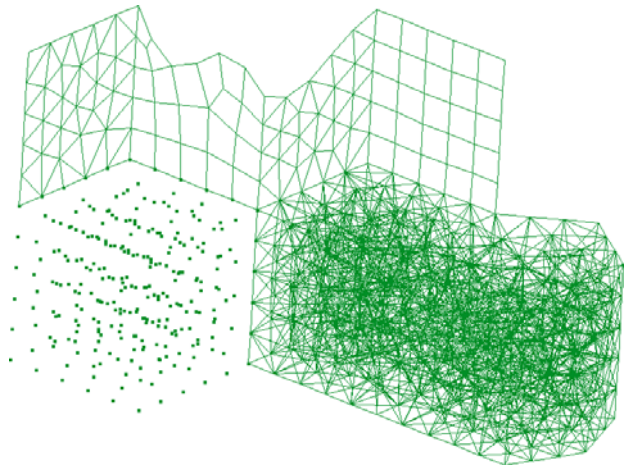

Figure 6. An unstructured mesh generated using quadrilaterals.
4. Another window appears in which the maximum element size can be entered. Leave the default value unaltered and click **OK**. The result will be the mesh illustrated in Figure 6.